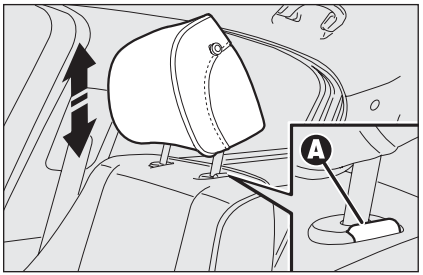

fig. 34 A0E0033m
- ❒ pulse las teclas **A** y **B-fig. 34** (ubicadas al lado de las dos fijaciones de los reposacabezas) y quítelos hacia arriba.